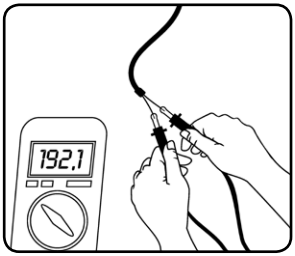
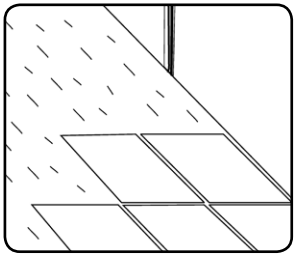

fig. 14
fig. 15
-Antes de la colocación de baldosas, vuelva a medir la resistencia de cable calefactor (Ver fig. 14). Para áreas pequeñas (hasta 4m^2), las baldosas se pueden colocar inmediatamente (Ver fig. 15) para áreas más grandes, espere 24 horas en primer lugar. Dibujar y marcar en el certificado de garantía: lugar de colocación del "empalme", la dirección y el lugar dónde la manta ha sido colocada, y los valores medidos (antes y después de la instalación).